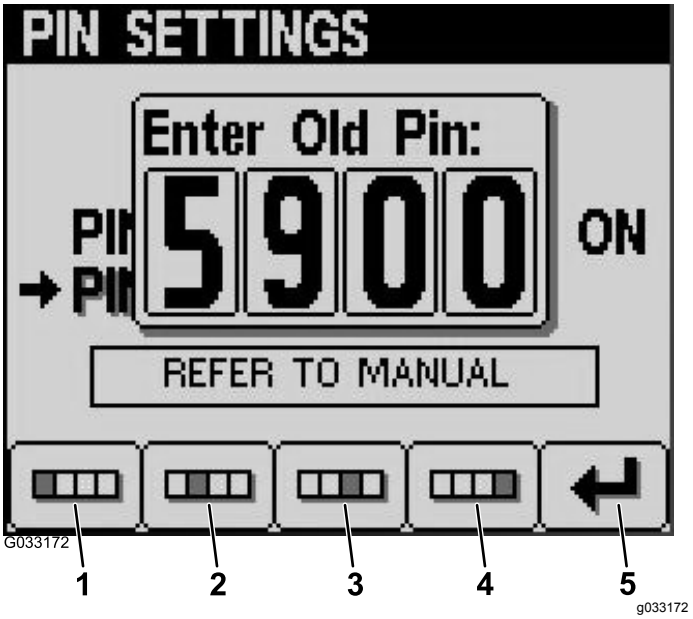

**Figur 24**
6. Indtast din gamle pinkode vha. knapperne 1 til 4 og tryk på knap 5, når du har gennemført indtastningen af pinkoden (Figur 24).